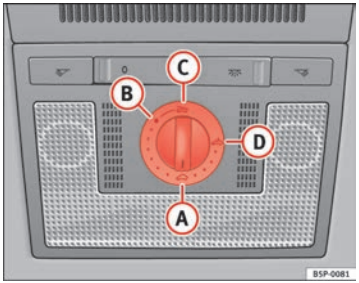

Fig. 70 Roof lining description: sliding/tilting sunroof rotary knob
– Turn the rotary button to position (A) ⇒ fig. 70 ⇒ ⚠.